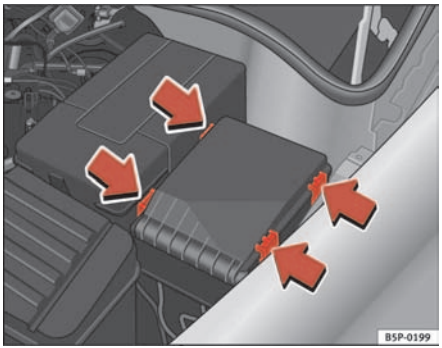

Fig. 177 Fuse box cover in engine compartment
– Prise off the fuse cover in the engine compartment by pressing the tabs towards the centre of the cover ⇒ fig. 177.